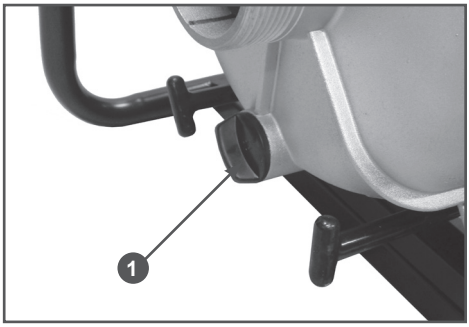

Рис. 19 Расположение пробки отверстия для слива воды из корпуса насоса
7. Открутите сливную пробку 1 и слейте воду из корпуса насоса. Пробка отверстия для слива воды из корпуса насоса находится в нижней части насоса под впускным (всасывающим) фланцем (Рис. 19).